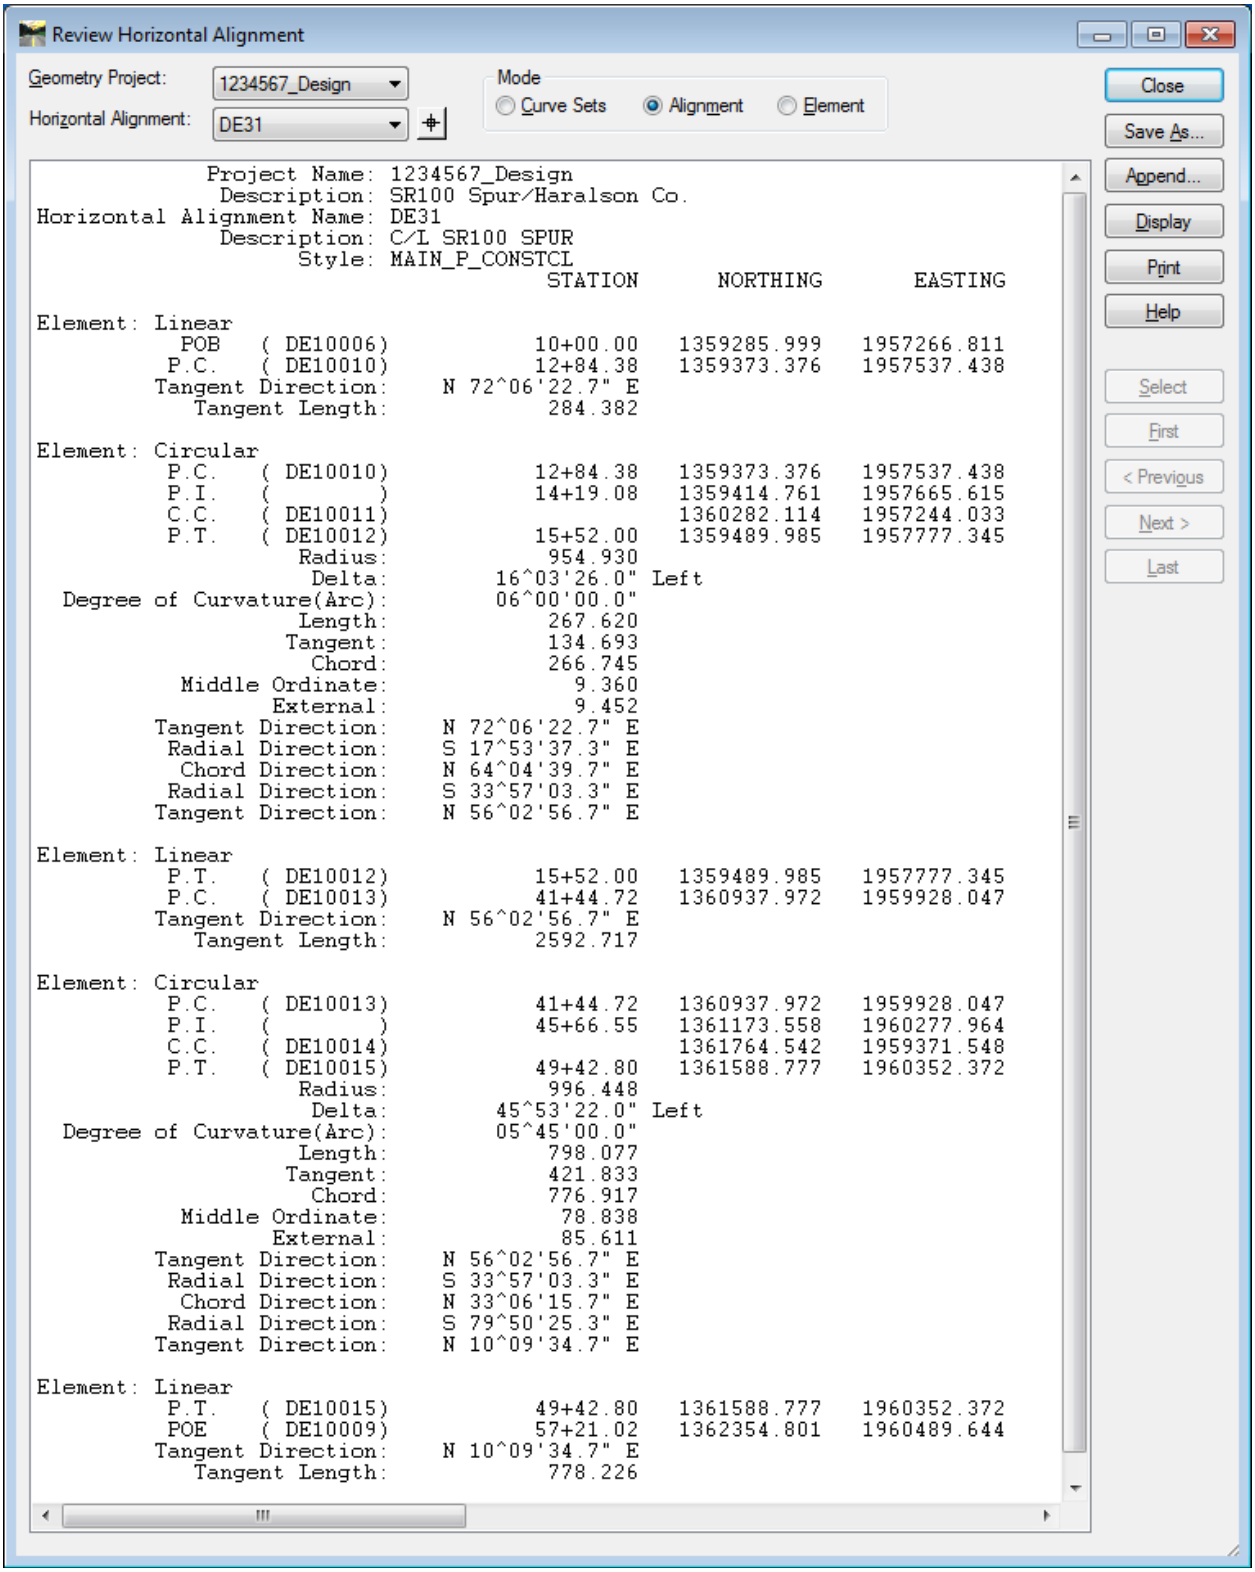

Figure L3-48 Review Horizontal Alignment
51.	**Review Alignment DE31.** • In InRoads, Select **Geometry ► Review Horizontal**. The **Review Horizontal Alignment** Report window opens as shown in *Figure L3-48*. • Notice that **Point Names** now exist and that they have a **DE** prefix. • Click **Close** to exit the **Review Horizontal Alignment** report. *Reviews Alignment DE31.*